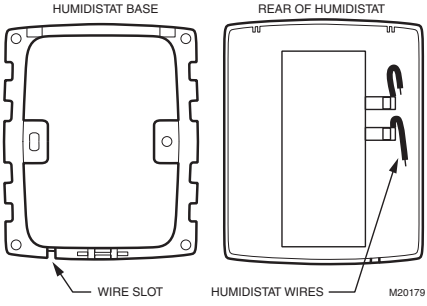

**Fig. 12. Humidistat base and rear view.**
7. Connect the low-voltage wires to the leads and replace the H8908 case. See Fig. 12.